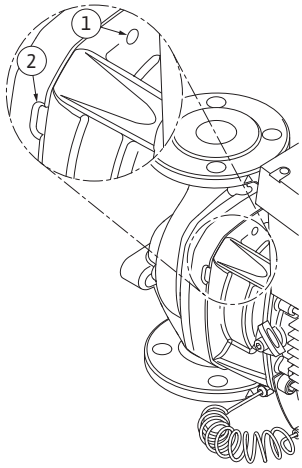

*Fig. 51: Orificios roscados y ranura para expulsar el juego de introducción de la carcasa de la bomba*
13. Expulse el juego de introducción (véase Fig. 13) de la carcasa de la bomba. Para ello, y sobre todo con el fin de aflojar dicho juego del lugar donde está asentado, se recomienda usar los dos orificios roscados (Fig. 51, pos. 1). Apriete los tornillos adecuados a tal fin en los orificios roscados. Si el juego de introducción se mueve fácilmente, para su expulsión se pueden usar adicionalmente las ranuras (Fig. 51, pos. 2) que hay entre la carcasa de la bomba y la linterna (use para ello, p. ej., dos destornilladores como palanca). Tras un primer movimiento de expulsión de aprox. 15 mm el juego de introducción se libera de la carcasa de la bomba.